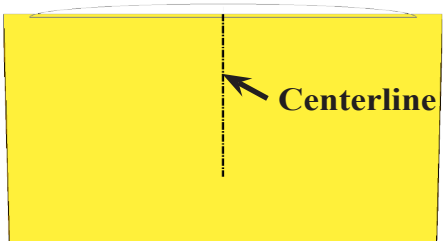

Fig. 32
Step 6. Starting from midpoint of the rear edge, draw a vertical centerline down into the body, **Fig. 32**.